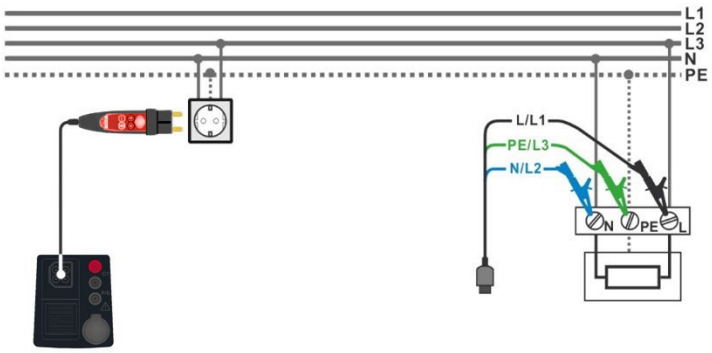

Abbildung 7.31: Anschluss des Commander-Prüfsteckers und der 3-Leiter-Prüfleitung
- Schließen Sie die 3-Leiter-Prüfleitung oder den Commander-Prüfstecker am Prüfobjekt an, siehe ***Abbildung 7.31***.